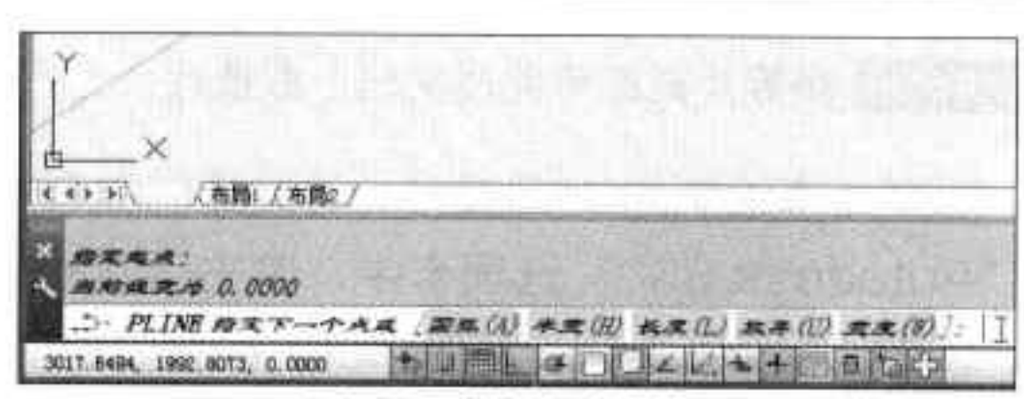

图1-72 命令行字体效果
Step05 设置完成后单击“确定”按钮，关闭“选项”对话框。此时用户即可看到当前绘图窗口的变化，如图 1-72 所示。